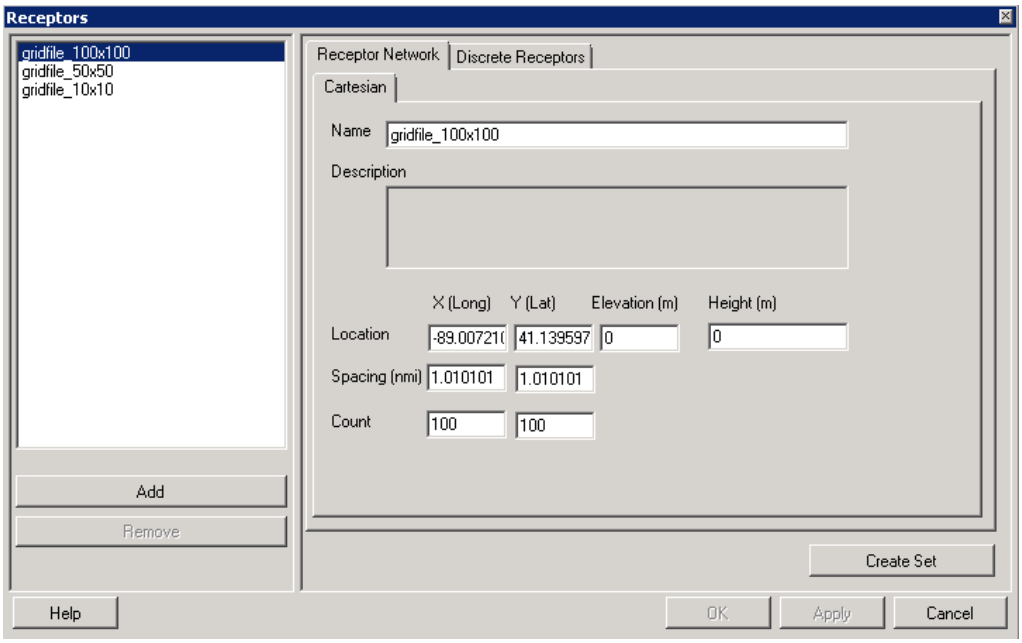

Figure 5-22 Receptors Dialog Box – Receptor Network Tab
1. From the menu bar select *Setup*, *Receptors* to open the *Receptors* dialog box (Figure 5-22).
- A receptor network is a grid of receptors, See Figure 5-22. The user defines the grid size and location by filling in the following fields: